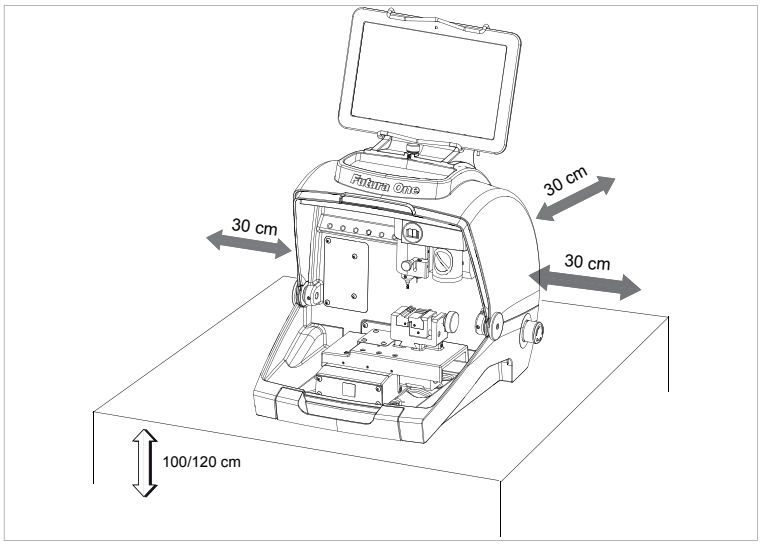

Fig. 9
1) Place the key-cutting machine on a solid horizontal work bench suitable for the weight of the machine (19 Kg). The work bench should be approximately 100-120 cm high to facilitate access to the working parts. We recommend leaving at least 30 cm clearance behind and around the machine to ensure good ventilation and facilitate handling (Fig. 9).